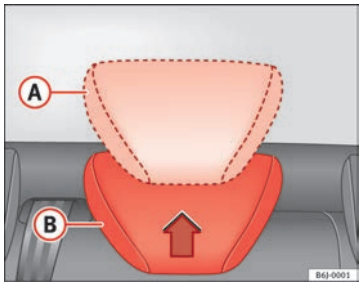

Fig. 5 Ajuste de los apoyacabezas posteriores
- Posición elevada o de uso (A) ⇒ fig. 5. En esta posición el apoyacabezas se comporta como un apoyacabezas convencional, protegiendo junto con el cinturón de seguridad al ocupante de las plazas posteriores.
- Posición de reposo, no uso (B) ⇒ fig. 5. Esta posición facilita la visibilidad posterior al conductor.